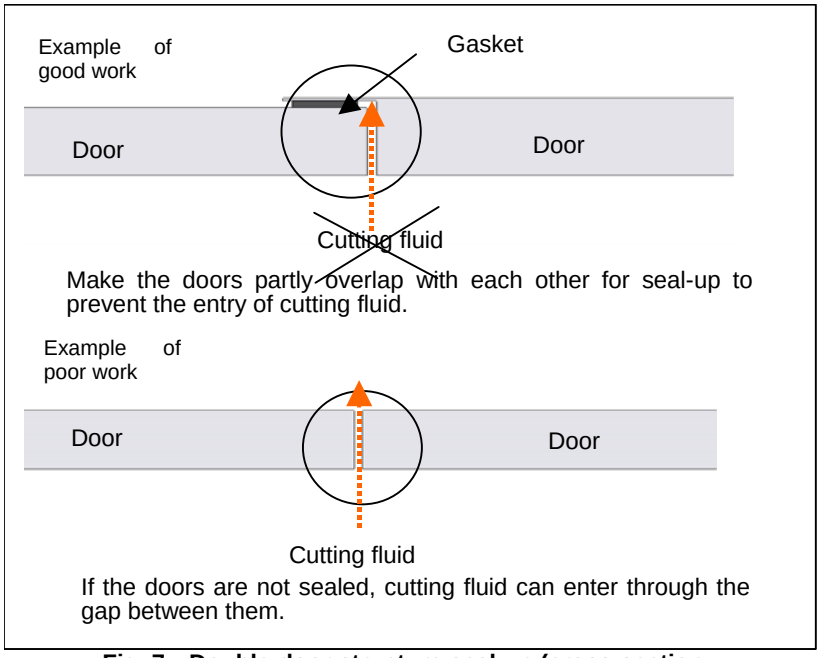

Fig. 7 Double-door structure seal-up (cross-section view of portion where the doors meet)
3) If the cabinet has a double-door structure, use a gasket between the doors (Fig. 7).